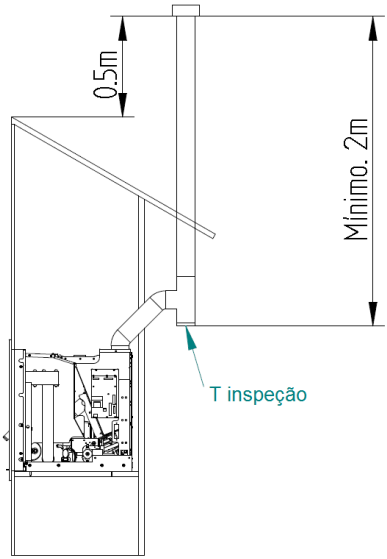

Figure 40 - Exemple d'un conduit extérieur, avec trappe de visite
- Comme le montre la figure 40, le conduit d'évacuation doit être conçu de telle sorte que le nettoyage et la maintenance puissent être assurés via des trappes d'accès. L'insert comprend un accès à la boîte à fumées afin d'effectuer le nettoyage.
L'installation d'un insert en l'absence de cheminée nécessite la création d'un conduit extérieur, comme sur la Figure 40 (diamètre intérieur minimum de 80 mm) directement à l'extérieur et se terminant au-dessus du faîtage.
Prévoir à la base du conduit un accès pour les inspections périodiques et la maintenance annuelle, comme le montre la Figure 40.